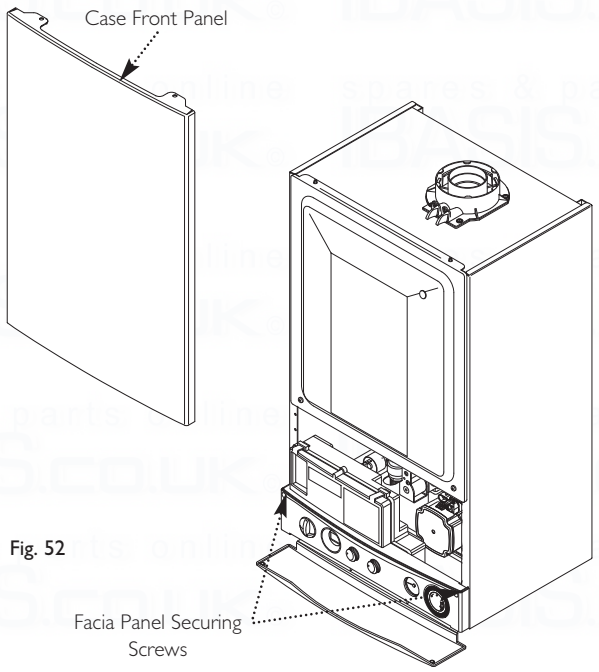

Fig. 52
3. Slacken the screws securing the facia panel. Lift the outercase panel so that its securing tabs are clear of the facia. Remove the panel, allowing the facia to hinge down (Fig. 52).